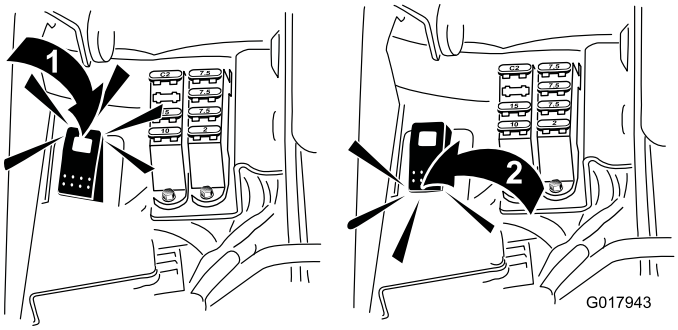

Figuur 51
5. Zet de wetschakelaar in de achteruitstand (R) (Figuur 51).